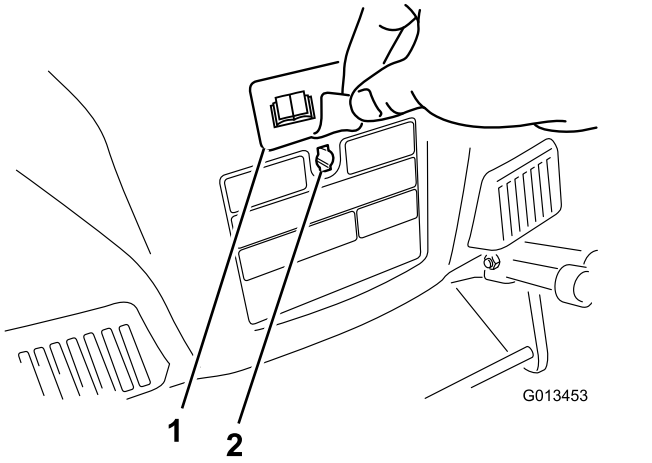

Figur 5
3. Fjern mærkatet, der dækker kilehullet på bagsiden af huset (Figur 5).